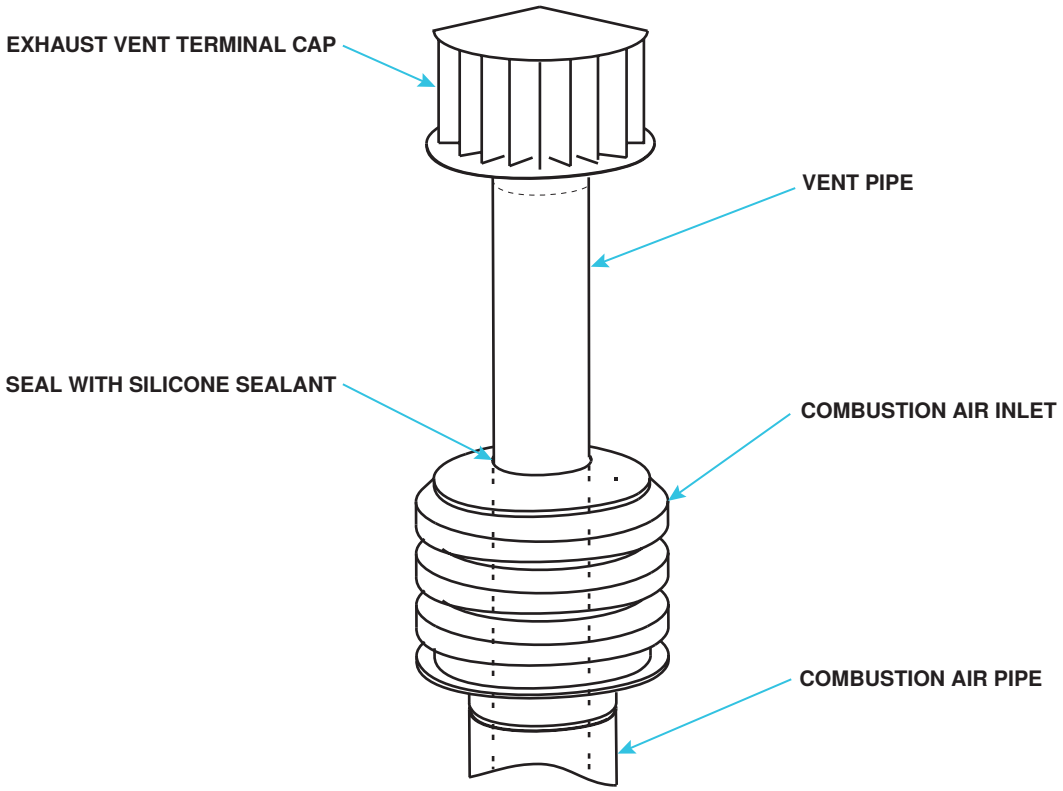

Figure 22. Combustion Air Inlet and Vent Terminal Installation
8. Install combustion air inlet (see **Figure 22**):
9. Install exhaust vent terminal (see **Figure 22**) in accordance with **Figure 11**.